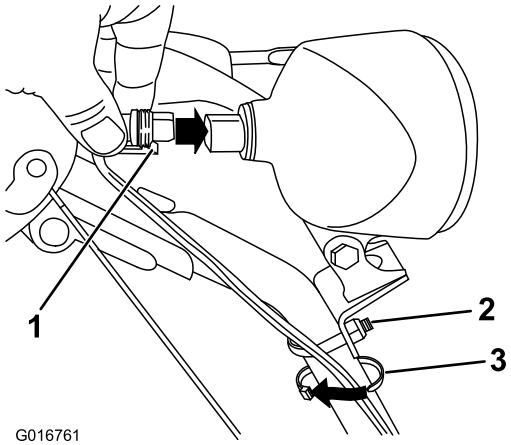

Rysunek 17
1. Podłącz wtyczkę na luźnym końcu przewodu bezpośrednio z tyłu reflektora, aż się zablokuje (Rysunek 17).
Informacja: Upewnij się, że opaska plastikowa na wtyczce przewodu jest na dole (Rysunek 17).
2. Zamocuj opaskę kablową (z woreczka z drobnymi częściami) wokół przewodu i uchwytu mniej więcej 2,5 cm poniżej śruby w kształcie U (Rysunek 17).